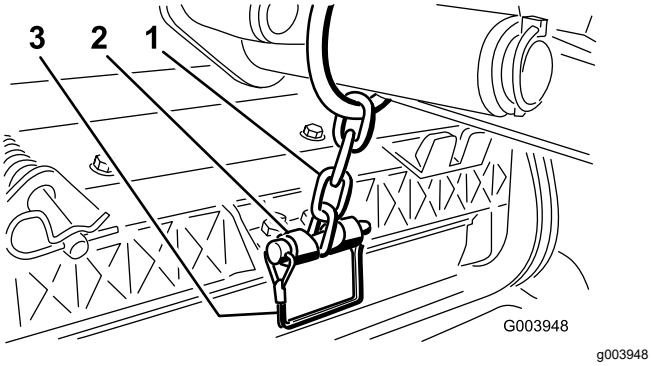

**Figur 9**
12. Fest løftearmkjedet til kjedebraketten med låsestiften (Figur 9).